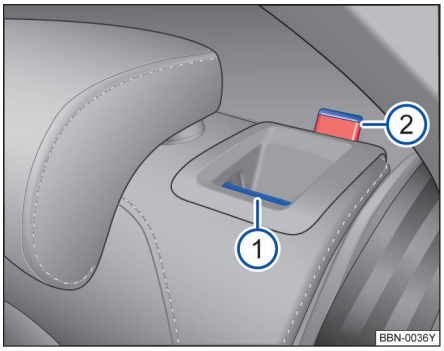

图 66 后排座椅靠背：分离按钮 ① ；红色标记 ②
– 向前拉分离按钮→ 图 66 ①，同时前折靠背。
– 松开后排座椅靠背后应能看见按钮上的红色标记 ②。